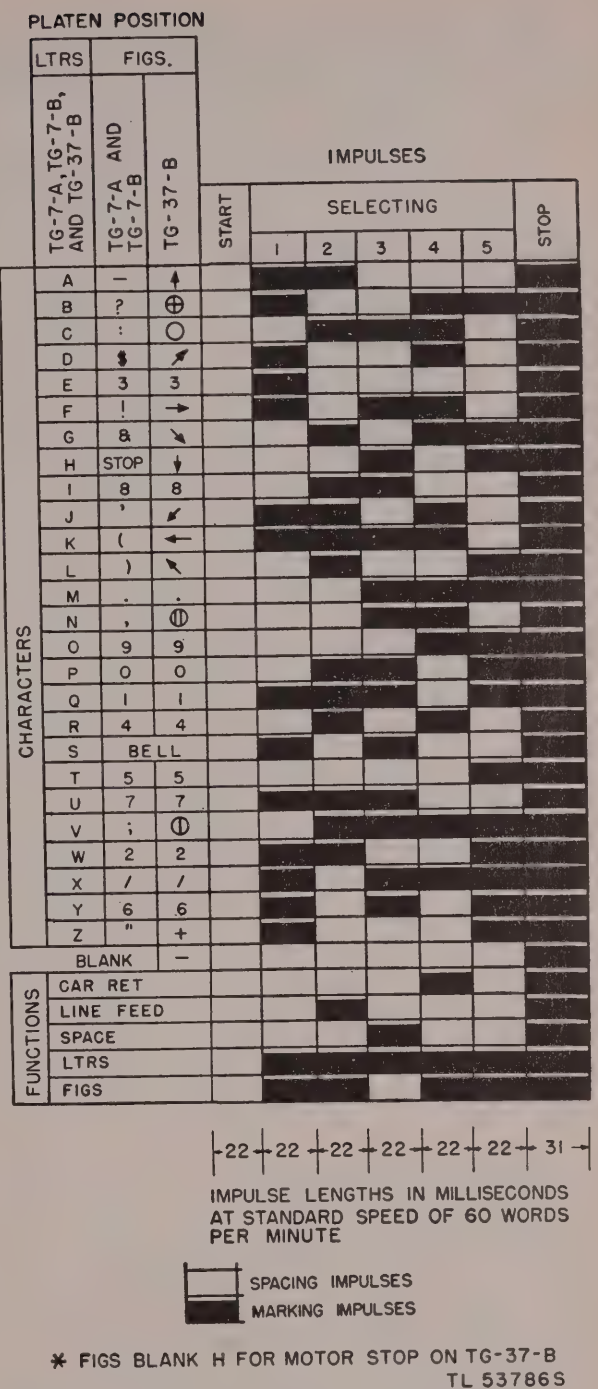

Figure 13. Five-unit start-stop teletypewriter code.
15. Five-Unit Start-Stop Teletypewriter Code (fig. 13)